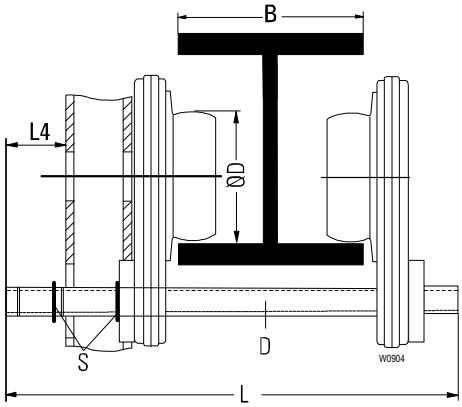
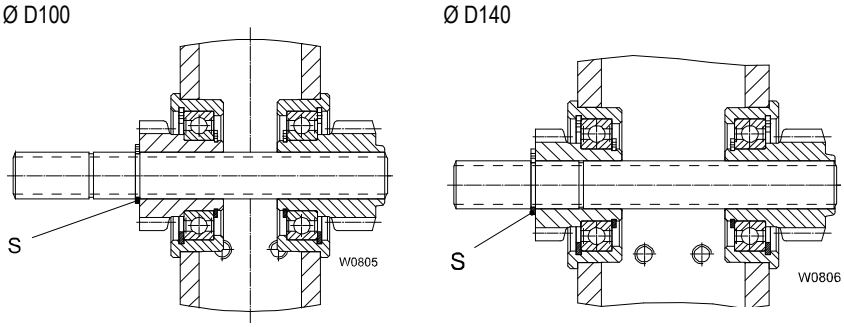

Рис. 21.
Рис. 22.
- Смонтируйте стопорные кольца (S) в соответствии с Рис. 21. и Рис. 22..